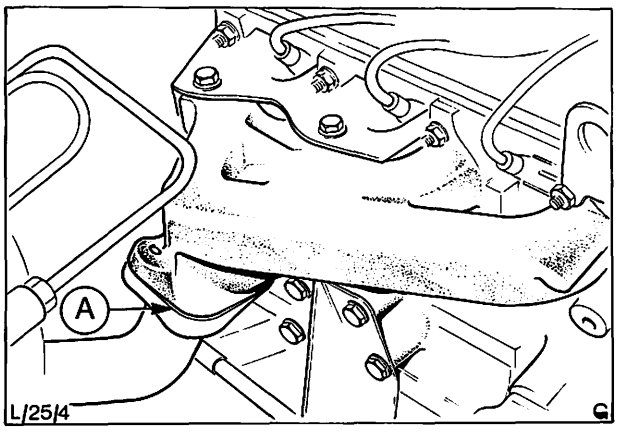

Abb. 3 A = Halteflansch – Auspuffkrümmer (OHC-Motor)
4. Am rechten Auspuffkrümmer 2 Muttern entfernen und Halteflansch lösen, Abb. 3 A und 4 B.